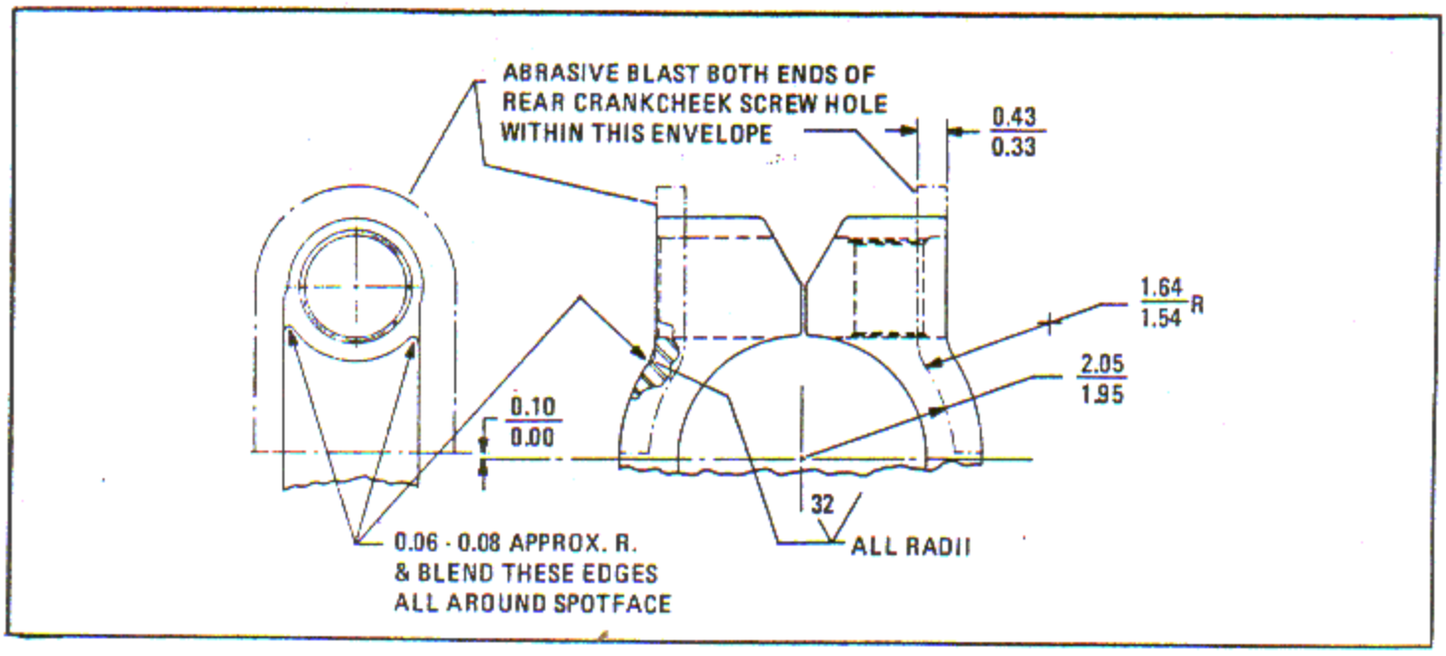

Figure 6-265. Crankshaft Rear End Reconditioning
a. Break all sharp edges and blend with an approximate 0.06 - 0.08 inch radius around the screw hole spotface. All radii to have a surface finish of 32 microinches rms or better. See figure 6-265.